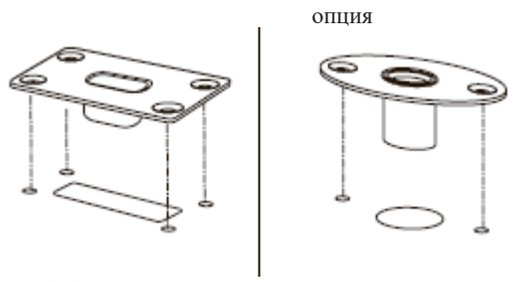

Рис. 51 Установка ответной планки
16. Установите на пол ответную планку для нижнего шпингалета (рис. 51).